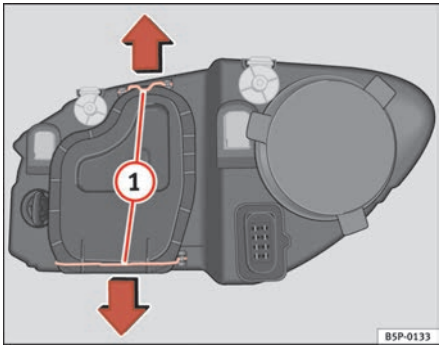

Fig. 181 Dipped head-lights
– Remove the loops ⇒ page 257, fig. 181 (1) in the direction of the arrow and remove the cover.